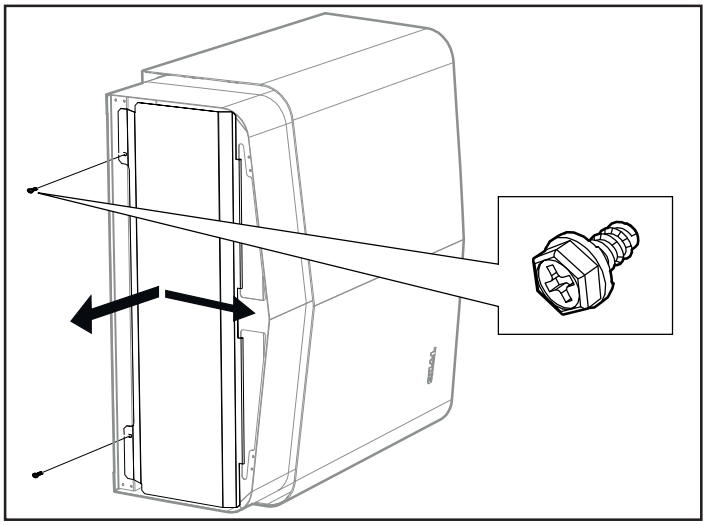

Abbildung 15: Abnehmen/Anbringen der Abdeckung
1. Drehen Sie die Schrauben heraus und entfernen Sie die Abdeckung (siehe Abbildung 15).